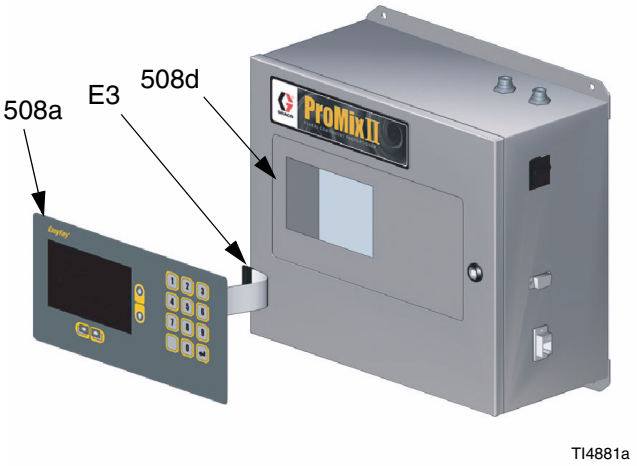

FIG. 9
4. Saque el teclado (508a) de la placa (508d) y deslice cuidadosamente el cable de cinta a través de la ranura de la placa. FIG. 9.